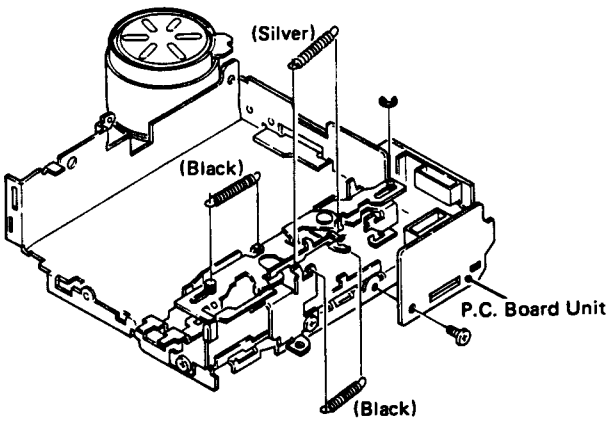

Fig. 4
• Dismounting the Head (Fig. 4, 5)
(1) Remove the P.C. board unit, after taking off its fastening screw.